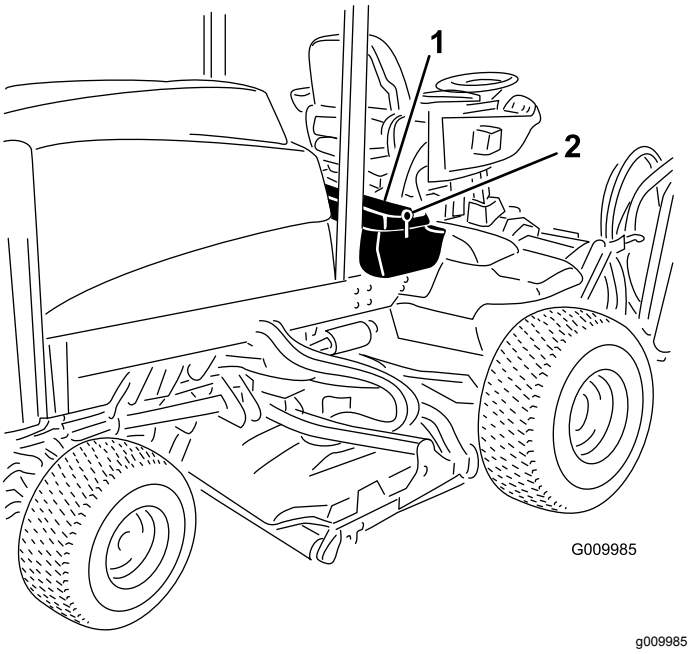

Figur 65
1. Lås opp og hev operatørens konsollpanel (Figur 65).